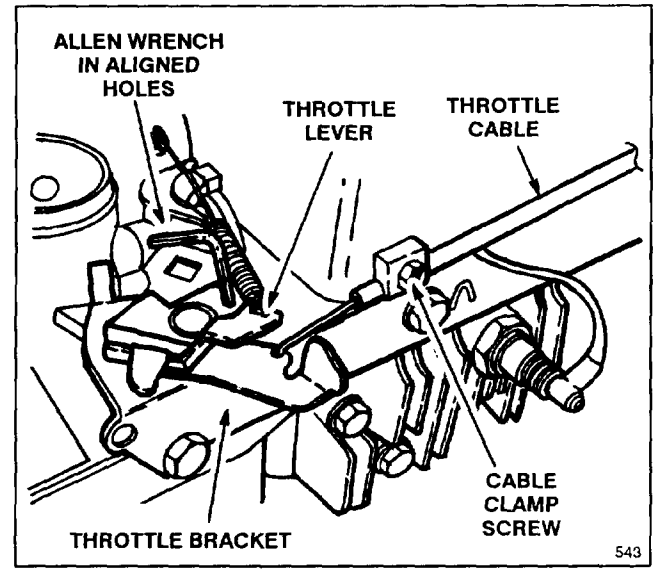

Figure 16
3. Loosen cable clamp screw until throttle cable slides (Fig. 16).
4. Move throttle lever right or left until hole in throttle lever lines up with hole in throttle bracket (Fig. 16). Use an allen wrench, small drill or pin to hold alignment.